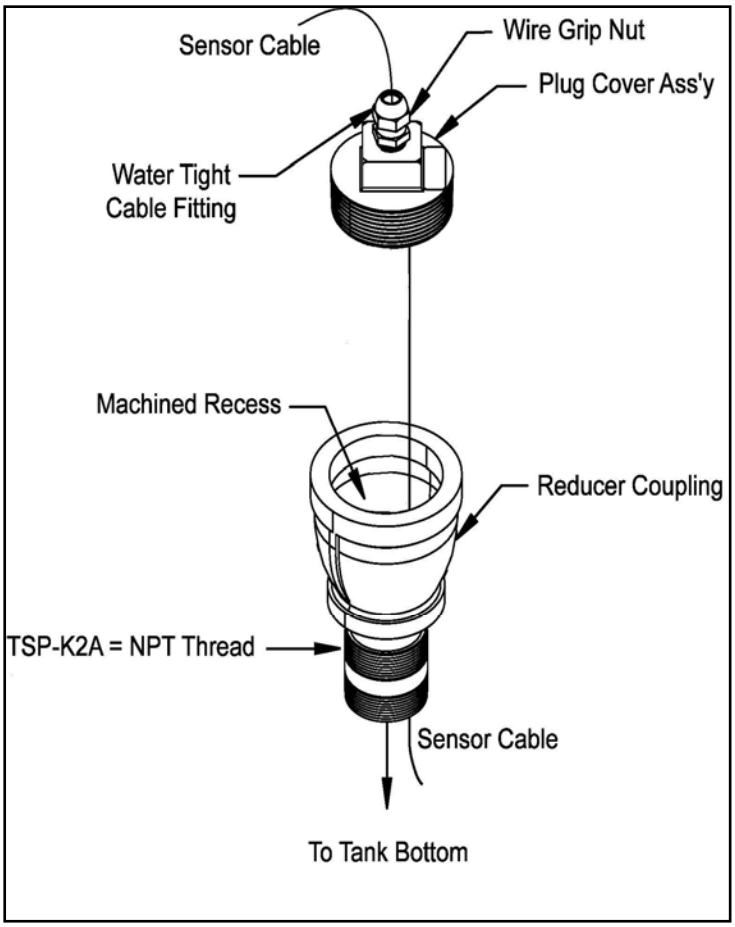

Figure 5
- Set the liquid sensor to the height shown in Figure 5.
At the point where the cable exits the top of the wire grip, place a permanent indicating mark on the sheathing of the cable (*e.g.* using a waterproof marker such as a Sharpie™) which indicates the sensor is placed two (2) inches above the bottom of the Liquid Condensate Trap (see Figure 5).